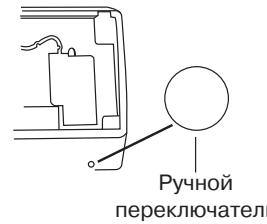

Рис. 5.6
- В случае утери или выхода из строя беспроводного пульта управления возможно включение/выключение кондиционера при помощи аварийного переключателя см. Рис. 5.6.